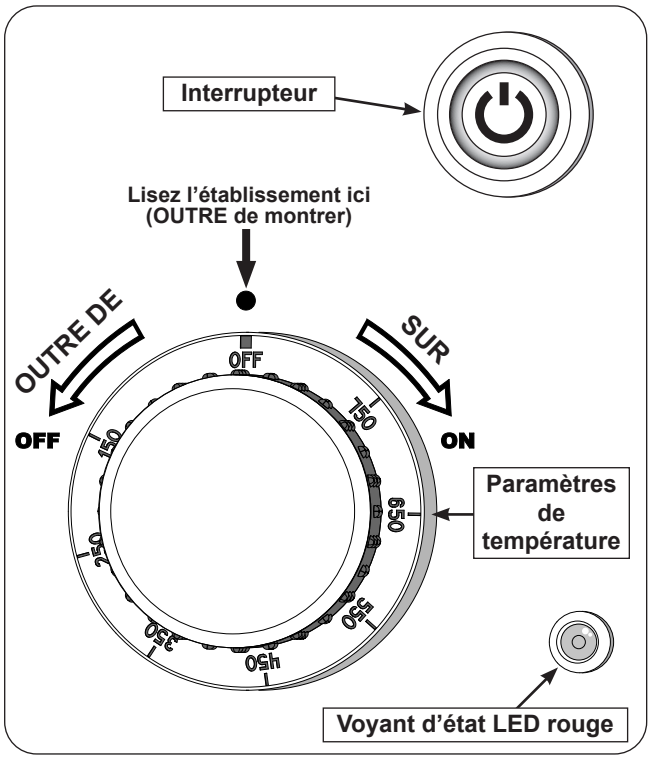

Fig. 34-1 Composants d'allumage
3. Allumez le gaz à sa source. Appuyez ensuite sur l'interrupteur d'alimentation (vior Fig. 34-1).
Pour votre commodité et votre sécurité, lorsque le système d'allumage allume l'appareil ET lorsque les brûleurs sont allumés, le voyant d'état à DEL rouge s'allume (voir fig. 34-1).